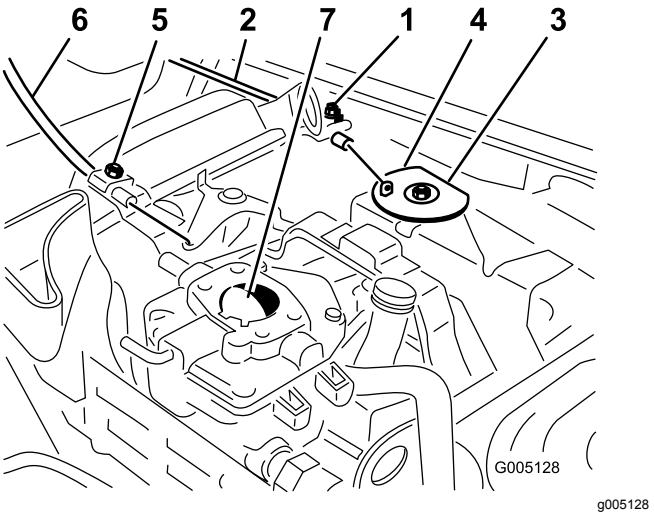

Figuur 47
1. Draai de kabelklemschroef los waarmee de kabel is bevestigd aan de motor (Figuur 47).
3. Trek stevig aan de gaskabel totdat de achterzijde van de wartel tegen de aanslag aankomt (Figuur 47).
3. Trek stevig aan de chokekabel totdat de chokevlinder helemaal gesloten is en draai daarna de kabelklemschroef vast (Figuur 47).